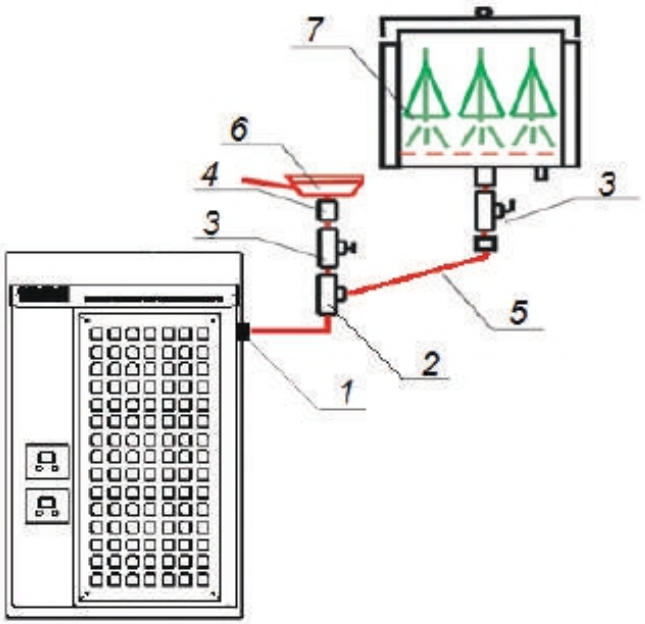

Рис. 6
2.1.2.7 В качестве опции к электрической печи возможно подключение Фитозапарника и (или) Веникозапарника в соответствии со схемой подключения (рис. 6.) К штуцеру отбора пара (поз. 1, рис. 6). через кран (поз. 3, рис. 6). подключается Фитозапарник (поз. 6, рис. 6), или, посредством гофрированной трубы из нержавеющей стали (поз. 5, рис. 6), Веникозапарник (поз. 7, рис. 6). При одновременном использовании Фитозапарника и Веникозапарника используется тройник (поз. 2, рис. 6).